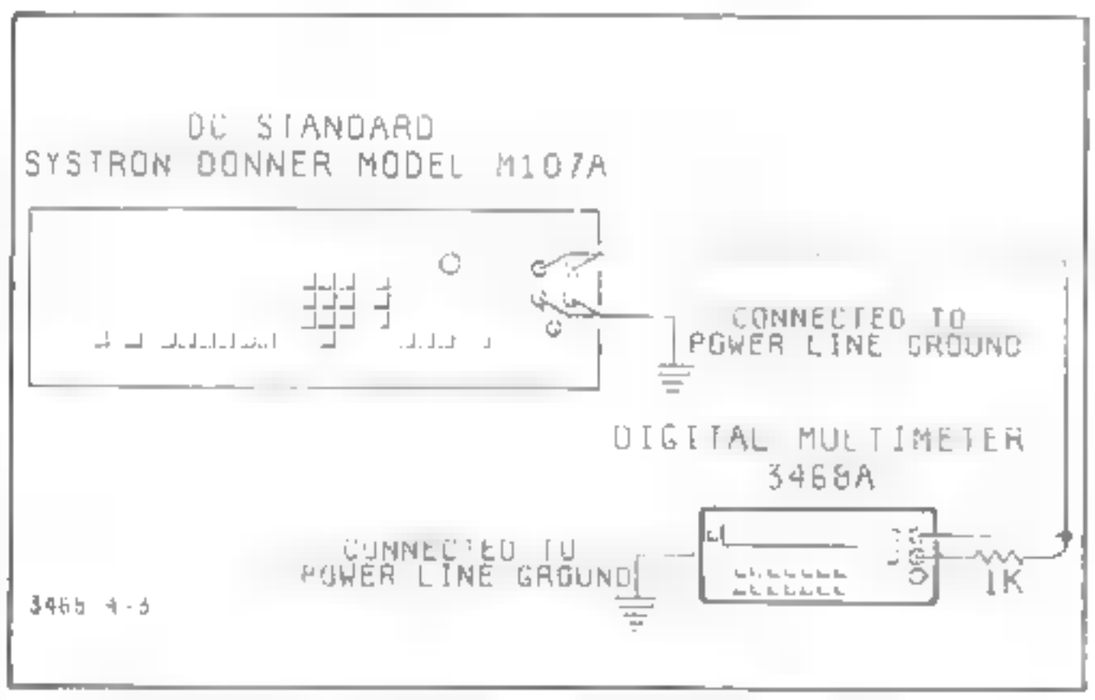

Figure 4-3. DC Common Mode Rejection Test
r. (Step #16.) Select the 3468A's 5 Digit Display mode by pressing the blue Shift button and then the Downrange (5) button.
4. With the DC Volts Standard's output off, connect the standard to the 3468A as shown in Figure 4-3.
i. Connect the AC-DC Current Calibrator to the 3468A as shown in Figure 4-3.